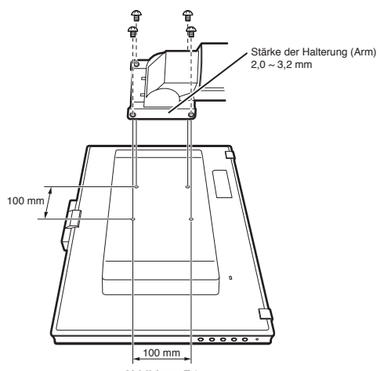

**Abbildung F.1**
2. Verwenden Sie die 4 beim Entfernen des Fußes gelösten Schrauben, um den Tragarm am Monitor zu befestigen (**Abbildung F.1**).